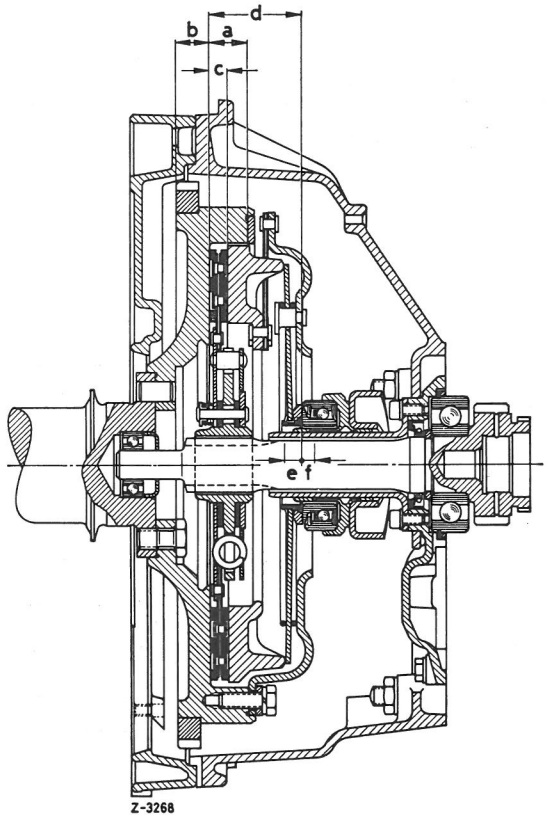

Fig.25-0/1
1) Se fig. 25-0/1
| Afstand "a" mellem svinghjulets friktionsflade og påspændingsfladen (fig. 25-0/1 og 1/2) | | 22,5 | 19,4 + 1 |